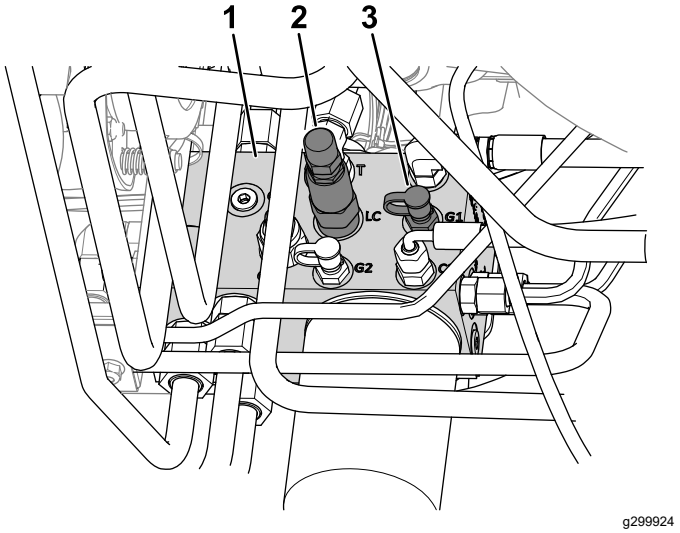

Figur 22
4. Anslut en tryckmätare till kontrollporten (märkt G1. Se Figur 22).
2. Viktöverföringsspole (LC)
5. Ta bort locket från kontrollporten på lyftförgreningslådans ena sida (märkt G1. Se Figur 22).
6. Lossa muttern i änden av viktöverföringsspolen (märkt LC. Se Figur 22).